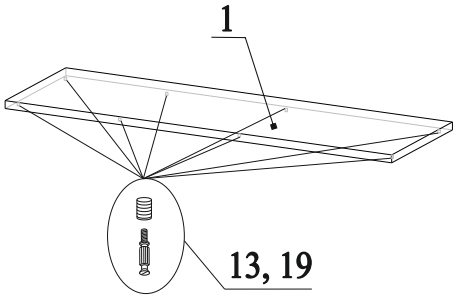

Рис.2
1. В отверстия на детали 1 вбить муфты 19 и вкрутить в них дюбеля 13 (рис.2);